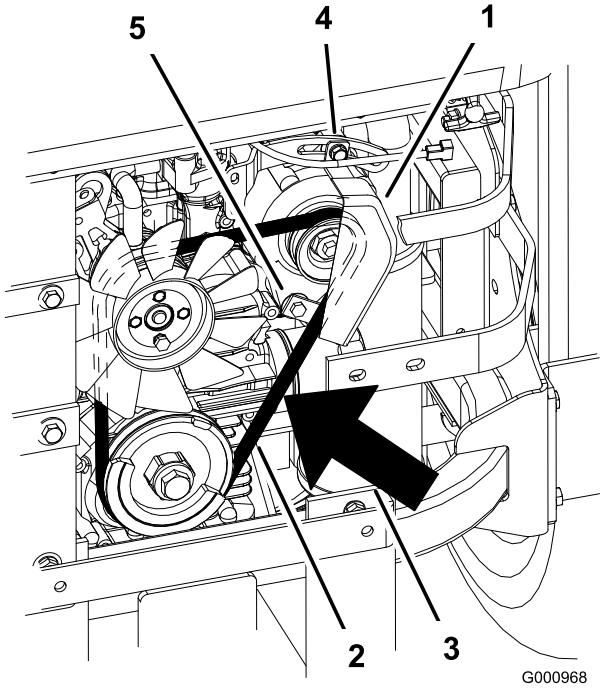

Figur 72
2. Justera generatorn mot utsidan tills remmen har en nedböjning på 7 till 9 mm mellan motorn och generatorremskivorna med 10 kgf kraft (Figur 72).
5. Dra åt den nedre och övre bulten om nedböjningen är korrekt (Figur 72).